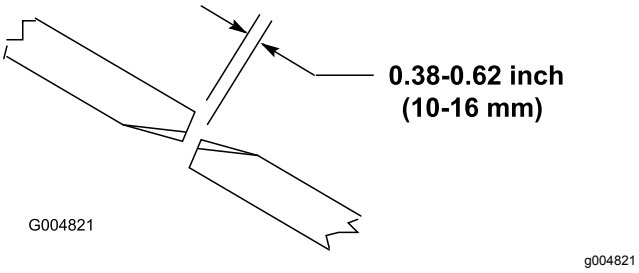

**Figuur 26**
Voor een goede werking van het maaidek moet de afstand tussen de randen van de messen van de zijmaaidekken en het middelste maaidek 10 tot 16 mm bedragen (Figuur 26).
2. Draai een maaimes van het middelste maaidek en een naastgelegen mes van een zijmaaidek zodanig dat de randen van de messen in een lijn staan. Meet de afstand tussen de mespunten (Figuur 26).